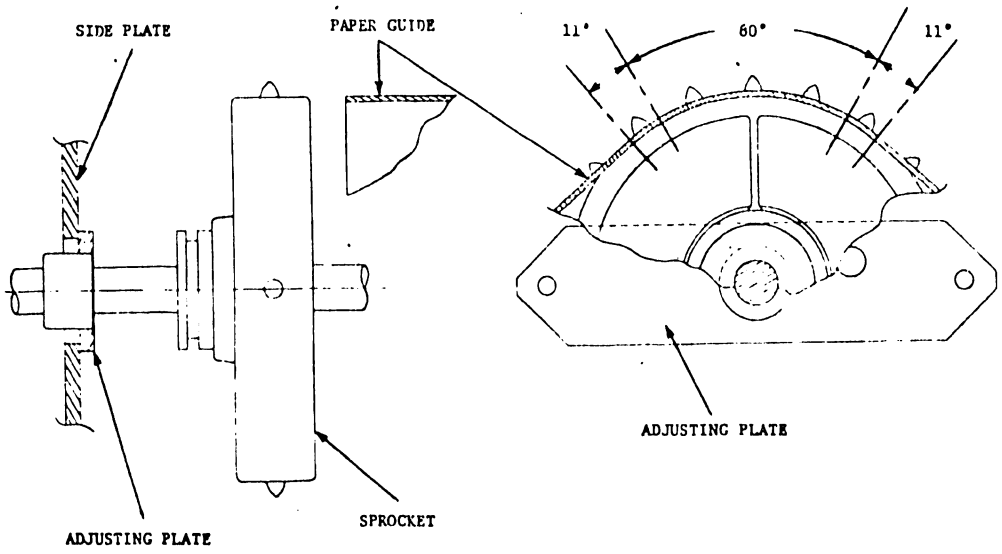

FIGURE 5-2 PAPER GUIDE ADJUSTMENTS
5.3.2 *PAPER GUIDE (FIGURE 5-2)*